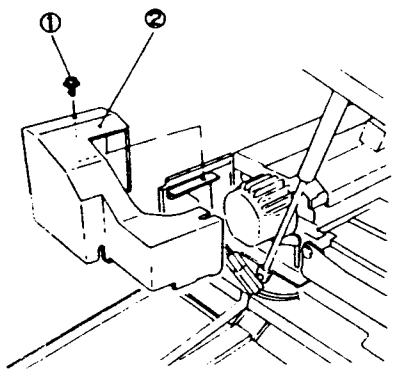

Рис. 1 NZM-0043
5. (Рис. 1): Снимите крышку главного выключателя.
①. Отверните винт.
②. Снимите крышку главного выключателя.